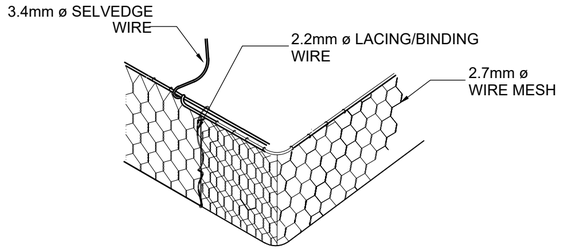

FIGURE 4
3. AT THE FOUR CORNERS, BEND THE PROJECTING LENGTHS OF THE END PANELS TO OVERLAP THE SIDE PANELS. ATTACH THE END PANELS FIRST TO THE SIDE PANELS BY LACING THE THICK SELVEDGE WIRE PROTRUDING FROM THE END PANEL CORNERS, FIRMLY AROUND THE TOPS OF THE SIDE PANELS. THEN LACE UP THE REST OF THE OVERLAP WITH BINDING WIRE (FIGURE 4). POKE ALL PROJECTING WIRE ENDS INWARDS IN ORDER TO PREVENT PUNCTURING AND TEARING OF THE FILTER CLOTH.